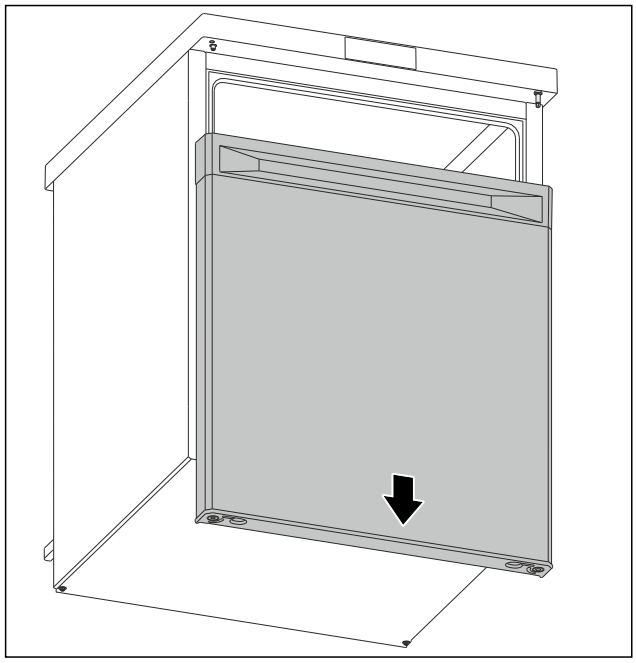

Fig. 8
▶ Sejměte dvířka směrem dolů. (viz Fig. 8)